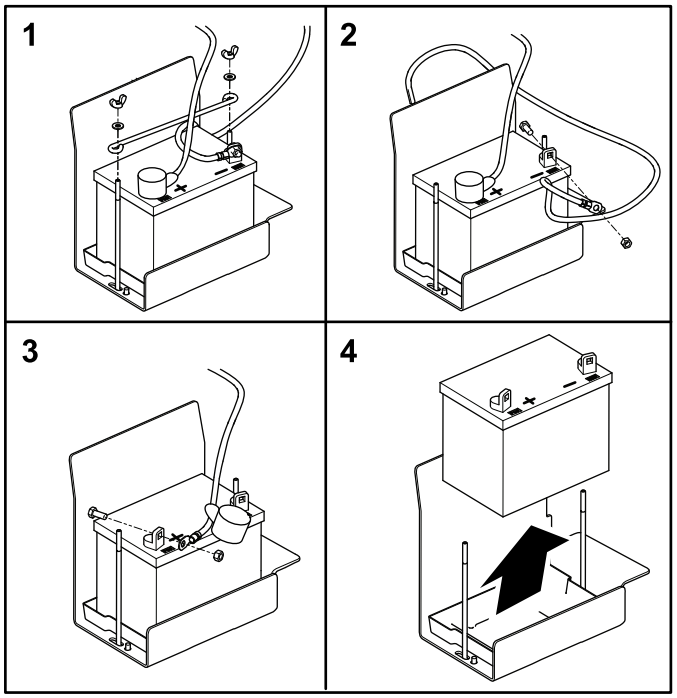

Figuur 53
2. Verwijder de vleugelmoeren en ringen waarmee de accuhouder bevestigd is (Figuur 53).